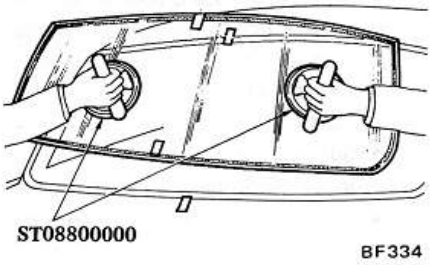

Fig. BF-61 Mise en place du pare-brise
10. Tenir le pare-brise avec les ventouses spéciales ST08800000. Voir Fig. BF-61.
11. Positionner le pare-brise dans la baie en alignant les morceaux de ruban adhésif préalablement collés et en s'assurant que le pare-brise est correctement disposé sur les entretoises placées dans la baie de pare-brise. Voir Figure BF-61.